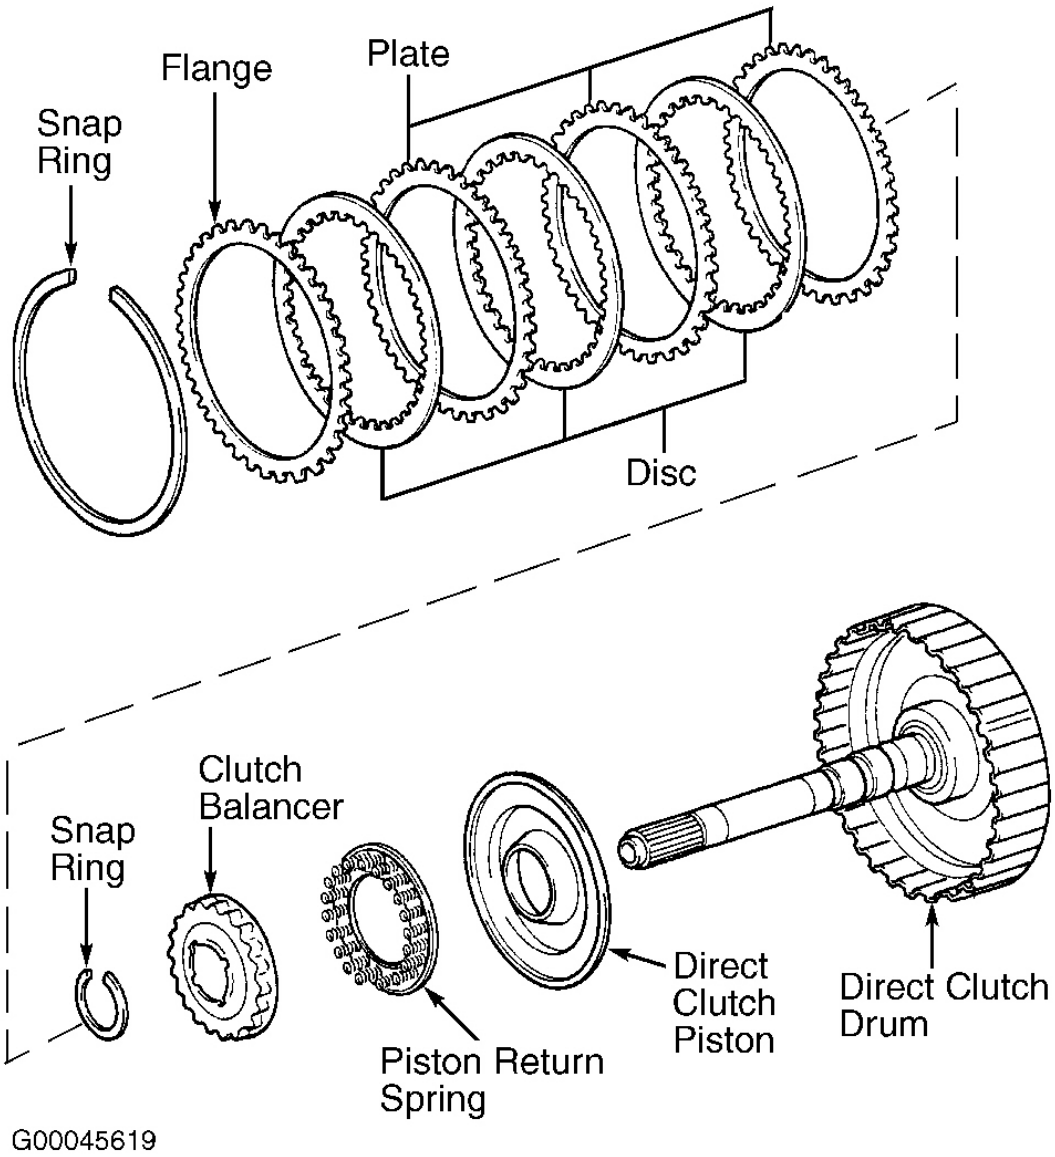

Fig. 38: Exploded View Of Direct Clutch Assembly
2. Remove direct clutch from transaxle rear cover. Using a screwdriver, remove snap ring from direct clutch drum. Remove flange, 4 discs and 4 plates. Note location of components during removal for reassembly reference. Position clutch balancer on a press. Compress piston return springs and remove snap ring. See **Fig. 38**.
3. Install 4 plates and 4 discs, starting with plate and alternating with disc. Install flange on top of disc. See **Fig. 38**. Install snap ring. Ensure end gap of snap ring is not aligned with cutouts of direct clutch drum.